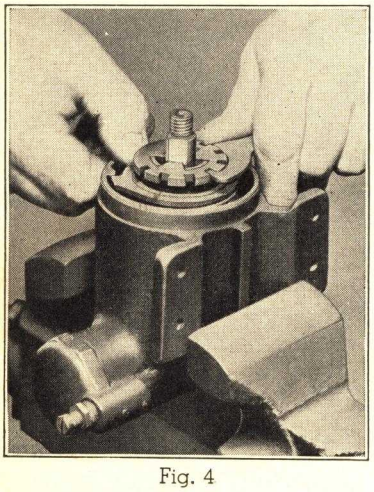

Fig. 4
5. When Hook "B" is slightly beyond Hook "C," push it down into place as shown in Fig. 4 and remove Ratchet.